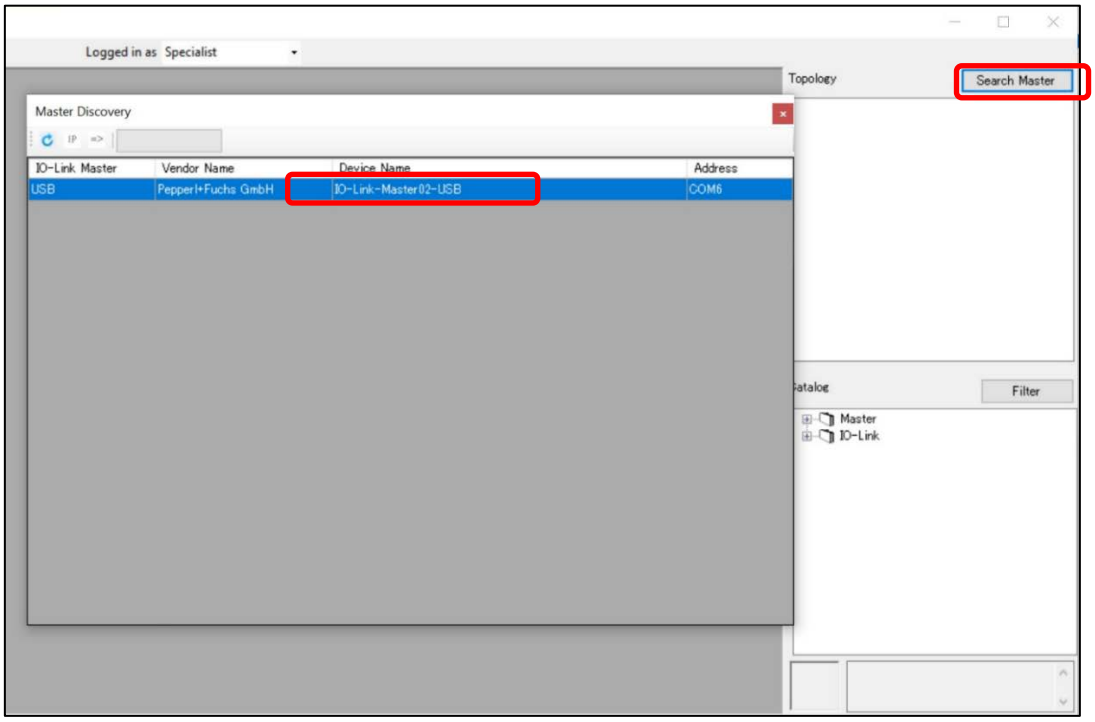

Figure 38. IO-Link Device Tool V5.1 – PE (Search for IO-Link Master)
1. Click the **Search Master** button in the upper right corner of the window. "**IO-Link-Master02-USB**" will appear in the **Master Discovery** window as shown in Figure 38.